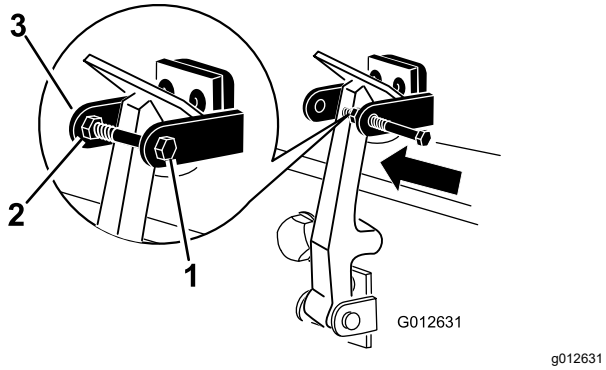

Figur 8
7. Skru bolten inn på den andre armen til panserlåsbraketten for å låse låsen i stilling (Figur 8). Stram til bolten, men ikke mutteren.